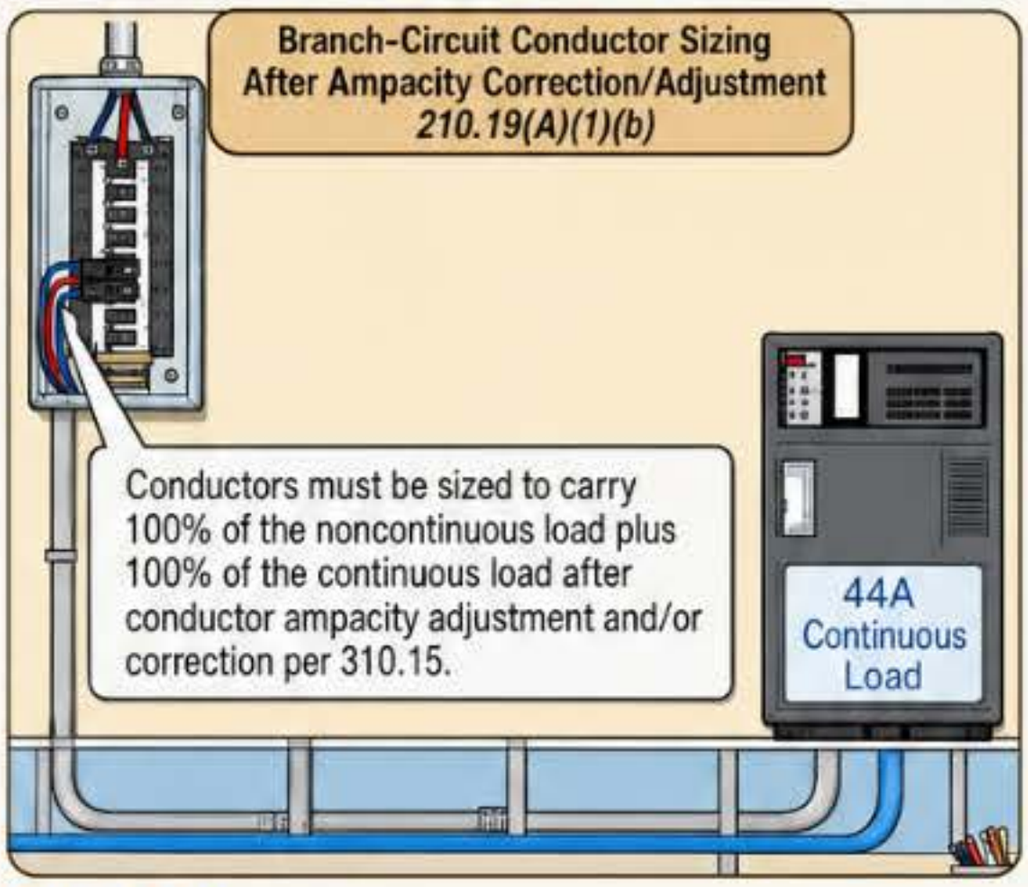

Figure 210-64
(b) After Conductor Ampacity Adjustment and Correction. Branch-circuit conductors must be sized to carry not less than 100 percent of the continuous load, plus 100 percent of the noncontinuous load after conductor ampacity adjustment and/or correction in accordance with Table 310.15(B)(1) and Table 310.15(C)(1). Figure 210-64